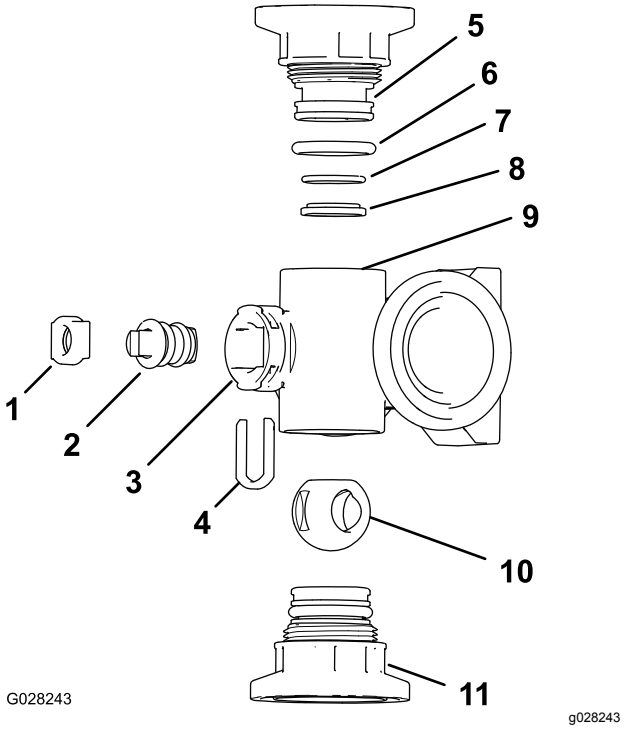
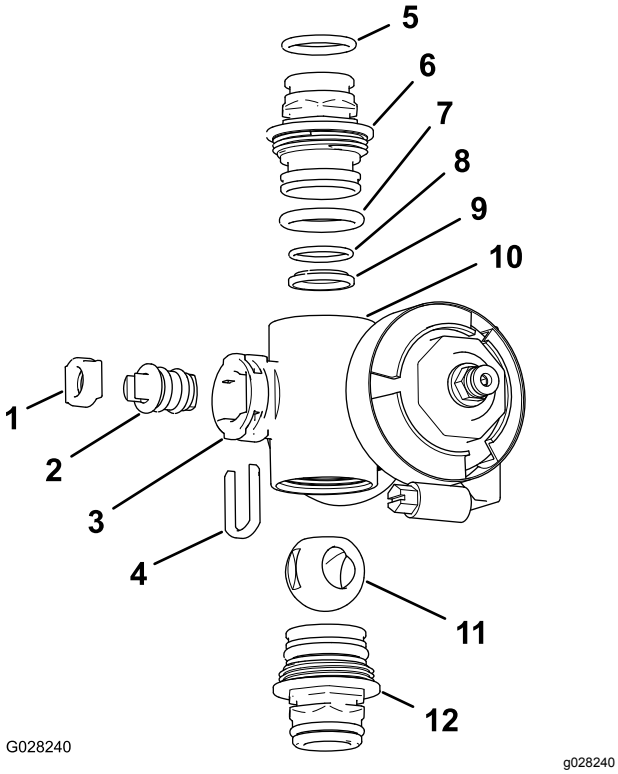

Figur 72
Figur 73
2. Ta bort ändkåpans två fästen från var sin ände av grenrörshuset (Figur 72 och Figur 73).
4. Ta bort ventilskafthållaren från hålen i grenrörets skaftport (Figur 72 och Figur 73).
5. Ta bort ventilskafthållaren och ventilskaftets säte från grenröret (Figur 72 och Figur 73).
6. Ta bort ventilskaftenheten inuti grenrörshuset (Figur 72 och Figur 73).
1. Kontrollera att utloppskopplingens o-ringar (endast sektionsventilens grenrör), ändkåpans o-ringar, bakre sätets o-ringar och kullagret inte är skadade eller slitna (Figur 72 och Figur 73).
2. Stryk på smörjfett på ventilskaftet och montera det i ventilskaftsätet (Figur 72 och Figur 73).
3. Montera ventilskaftet och sätet på grenröret och fäst dem med ventilskafthållaren (Figur 72 och Figur 73).
4. Kontrollera att bakre sätets o-ring och kullagret är inriktade och sitter ordentligt i ändkåpans fäste (Figur 72 och Figur 73).
5. Montera ändkåpans fäste på grenrörshuset så att flänsen på ändkåpans fäste vidrör grenrörshuset (Figur 72 och Figur 73). Vrid sedan ändkåpans fäste ytterligare ett åttondels till ett kvarts varv, till ett moment på mellan 2,25 och 2,82 N·m.